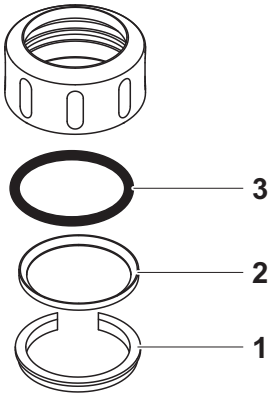

Fig. 6-1 Demontera kopplingsringen
1	Ta bort låsringen (pos. 1 i Fig. 6-1).